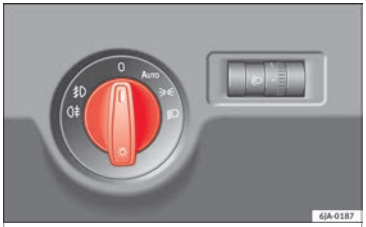

Fig. 129 Instrument panel: light control.
The location of the controls of **right-hand drive** cars differs slightly from the location shown here ››› Fig. 129 ››› page 121. However, the symbols indicating the respective positions of the controls remain the same.
– Turn the light switch ››› Fig. 129 to position ≡D.
– Turn the light switch ››› Fig. 129 to position 0.
Daytime running lights are signalling devices for improving road safety. The lights are built into the headlights and come on each time the ignition is turned on if the light switch is in position **0** or **AUTO** ››› Fig. 129. It is automatically switched off when the side lights are turned on.
If the light switch is in this position **AUTO** ››› Fig. 129, the side lights, headlights and the number plate lights will turn on or off automatically.